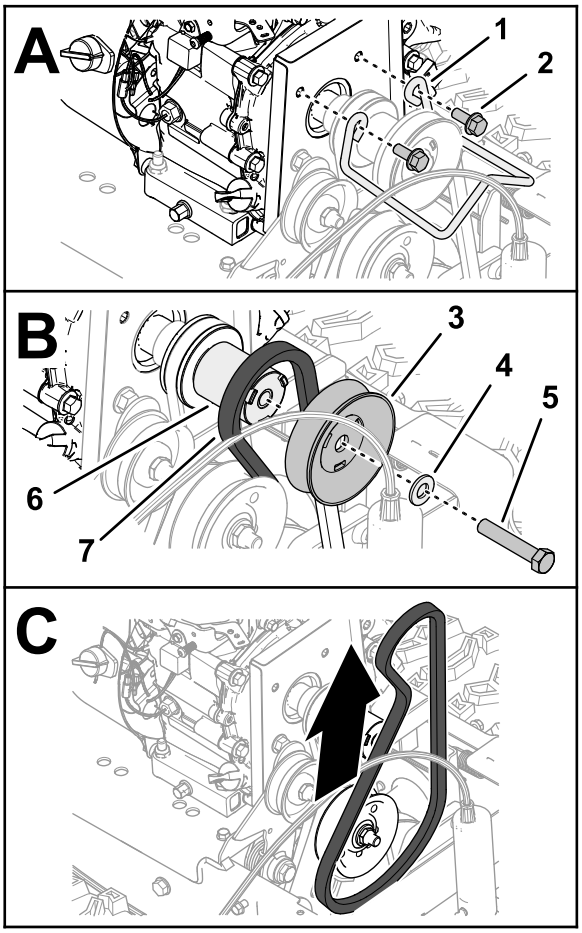

Figur 44
3. Ta ut de to flenshodeskruene som fester remskinnen, og fjern skinnen fra motoren (Figur 44).
4. Fjern hodeskruen (⅜ x 2 tommer) og skiven som fester børstelederemskiven til veivakselen på motoren, og fjern remskiven (Figur 44).